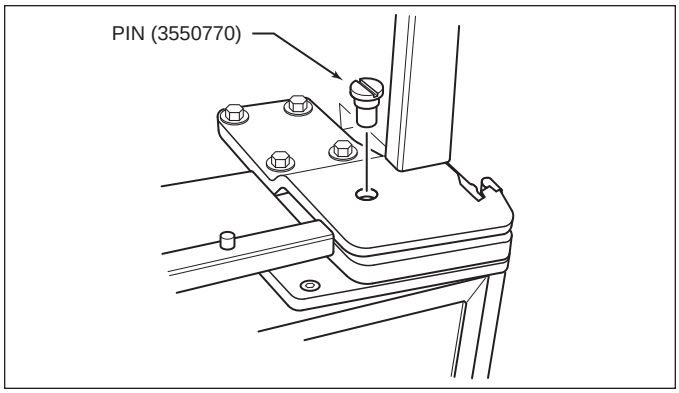

Figure 2-11. 90° Stop Pin (611-3, 650-3)
b. With door closed, insert door stop pin down into threaded hole in top cabinet hinge and tighten (See Figure 2-11). Then, reinstall unit grille.